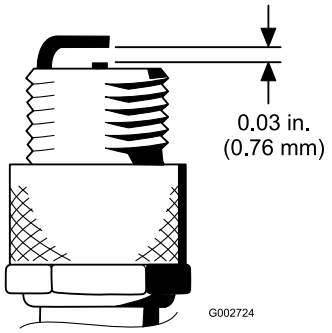

**Figur 28**
4. Indstil gnistgabet mellem midten og siden af elektroderne til 0,76 mm (Figur 28). Monter tændrøret med korrekt gnistgab med pakningsforsegling, og stram tændrøret til 23 Nm. Hvis der ikke anvendes en momentnøgle, skal tændrøret strammes godt til.